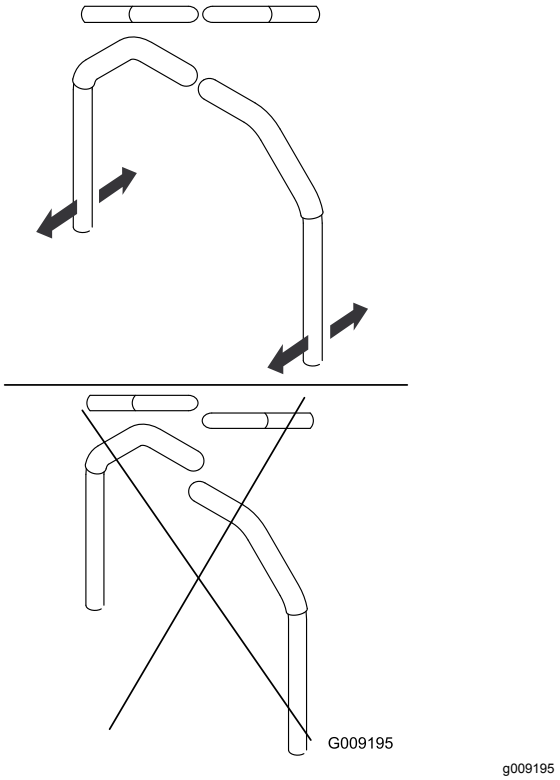

Figuur 60
3. Stel de lengtestand van de handgrepen in door ze samen te brengen in de neutrale stand en te schuiven tot ze naast elkaar staan (Figuur 60).